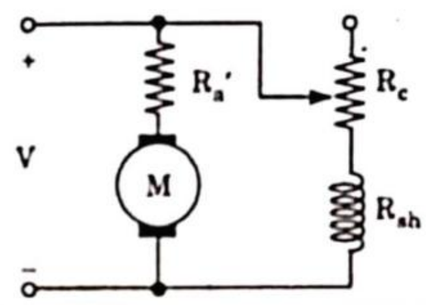

Fig. 3.11.1. Speed-control of a DC shunt motor by variation of field flux.
2. In the shunt motor, this is done by connecting a variable resistor R_c in series with the shunt field winding as shown in Fig. 3.11.1. The resistor R_c is shunt field regulator.